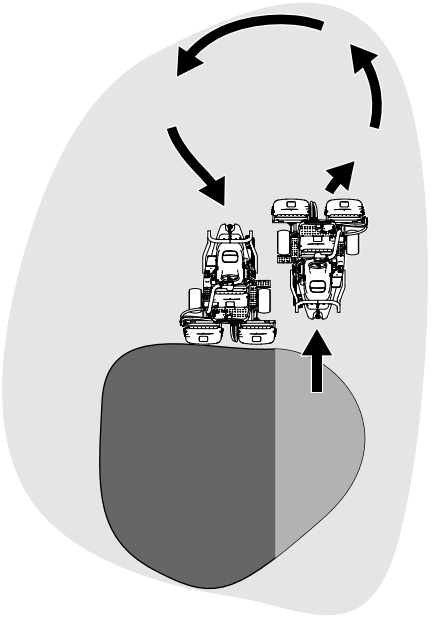

Figur 25
6. Du kan förkorta arbetstiden och underlätta uppställningen inför nästa klippvända genom att tillfälligt vända maskinen i motsatt riktning och sedan vända den i riktning mot den oklippta delen. Den här rörelsen utgör en droppformad sväng (Figur 25) som snabbt placerar dig i läge för nästa klippsträcka.